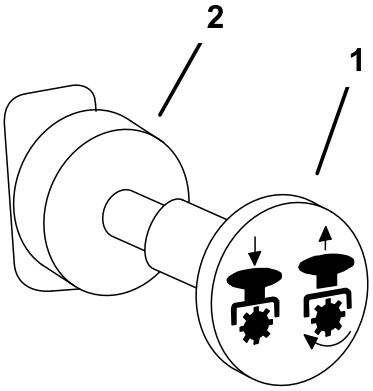

Figur 14
1. Udkobl kraftudtaget, flyt bevægelseshåndtagene til den neutrale, låste position, og aktiver parkeringsbremsen (Figur 14).
4. Træk kraftudtagskontakten ud, for at indkoble den (Figur 14).
Udkobling foretages ved at skubbe kraftudtagskontakten til **udkoblet** position (Figur 14).